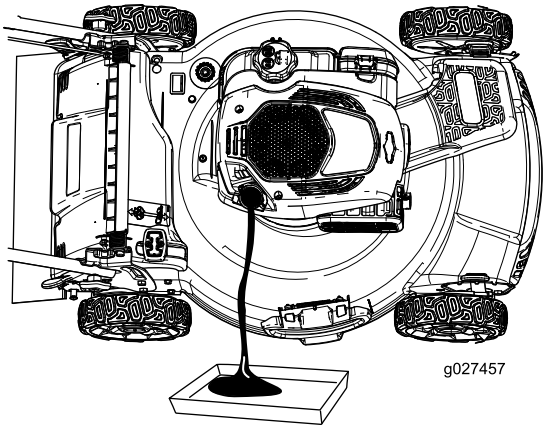

Figur 33
7. Vipp maskinen på siden med oljefyllingsrøret vendt nedover for å tømme brukt olje gjennom oljefyllingsrøret ut i oljetappefatet (Figur 33).